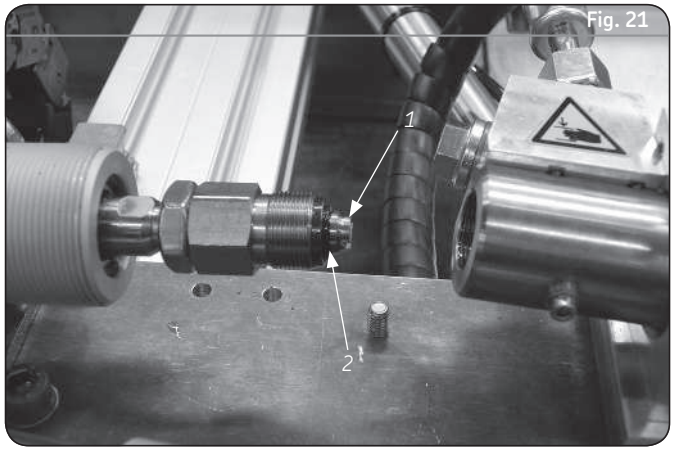

Fig. 21
- Coloque la junta tórica Ø10×1 (**→ 2 fig. 21**) sobre el tope de dosificación (**→ 1 fig. 21**)